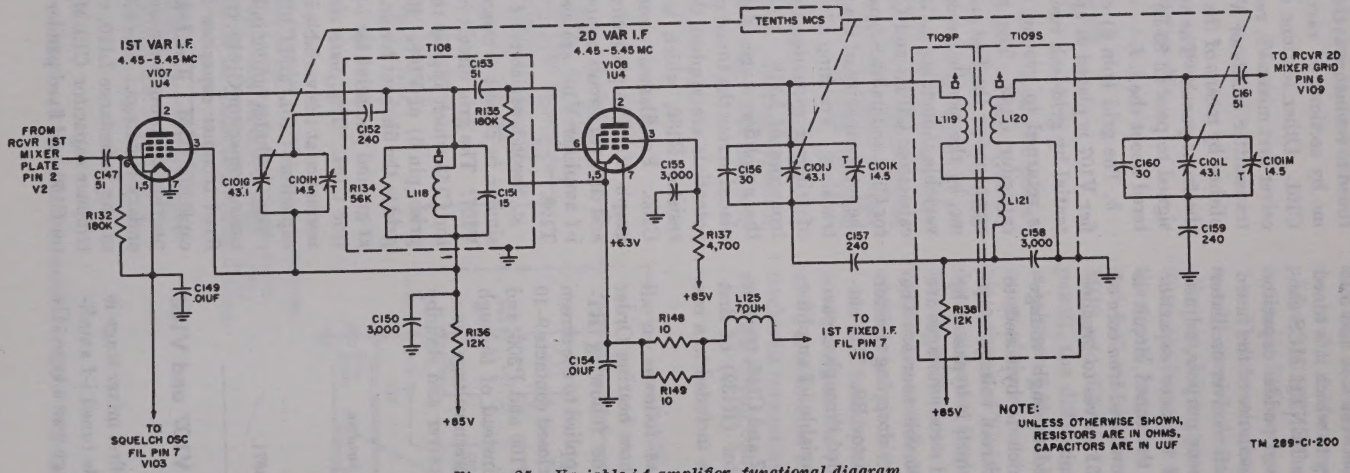

Figure 25. Variable i-f amplifier, functional diagram.
32. Variable i-f Amplifiers V107 and V108 (fig. 25)